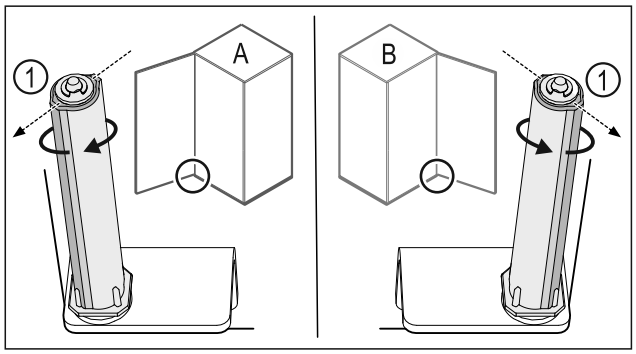

*Fig. 20 Розкриття ліворуч (**A**) / Розкриття праворуч (**B**)*
- ▶ Систему закриття повертати проти опору доки перемичка системи закриття *Fig. 20 (1)* не показуватиме назовні.